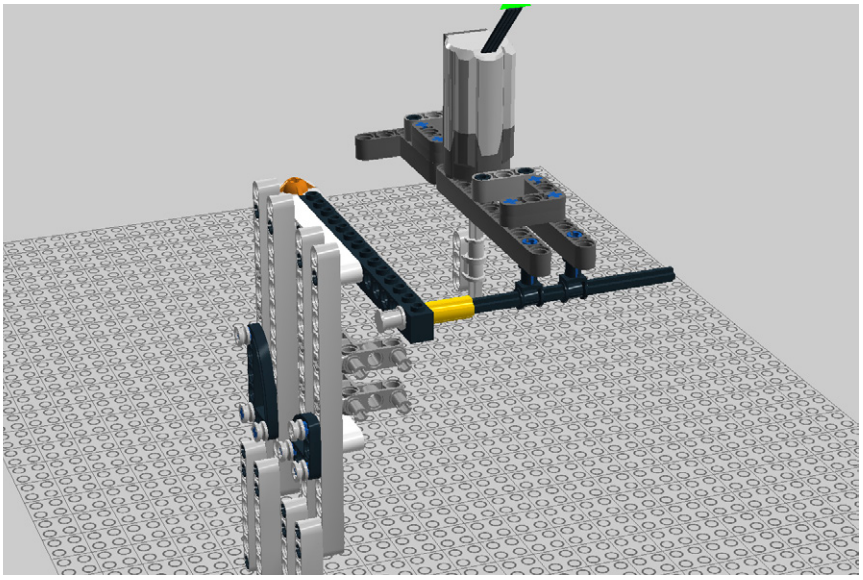

Figure 5-65. *Step 58: The completed right wall*
58. The right wall is done! It should look like Figure 5-65.